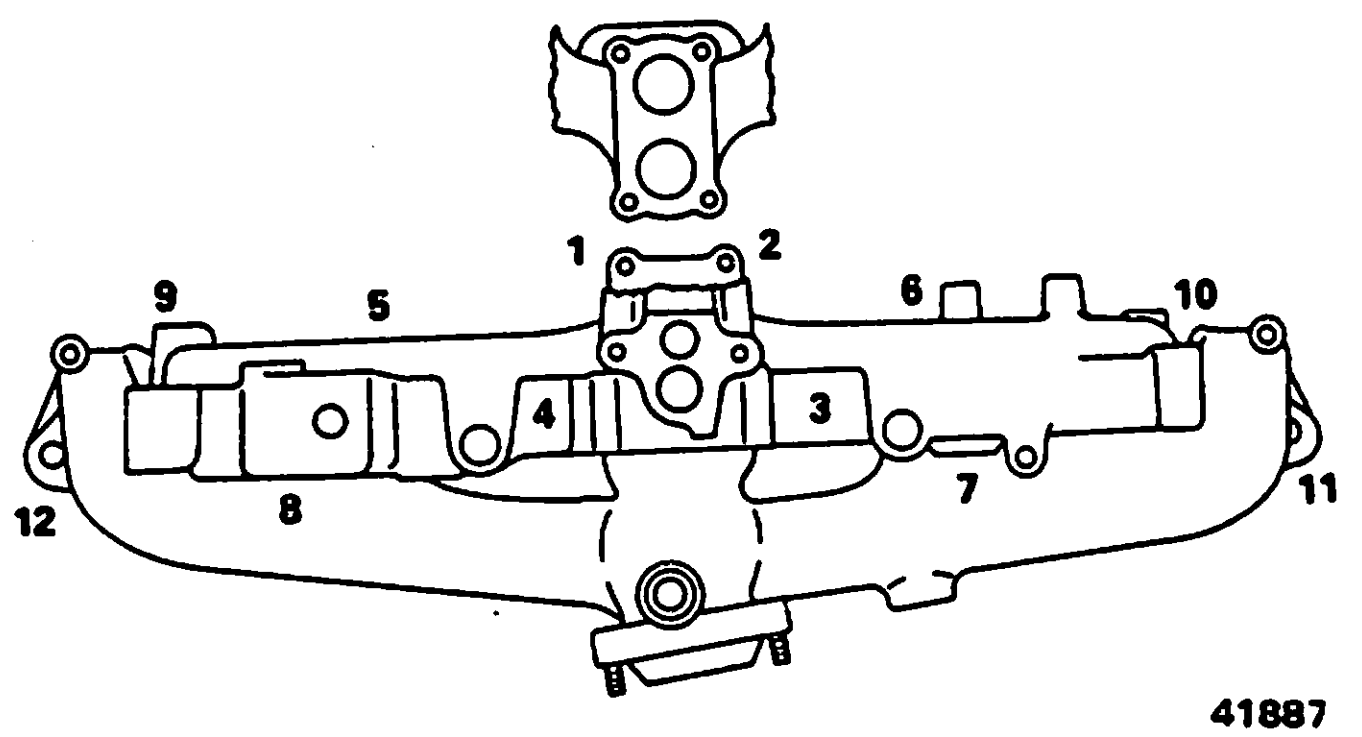

Fig. 1B-68 Manifold Tightening Sequence
(3) Loosely connect EGR tube to intake manifold.
(4) Position intake manifold gasket over dowels and flush against head.
(5) Position intake manifold over dowels and flush against gasket. Loosely connect EGR tube to exhaust manifold.
(6) Secure intake manifold to head at positions 3 and 4 (fig. 1B-68). Tighten bolts with 23 foot-pounds (31 Nm) torque.
(7) Install remaining bolts at positions 5 through 10 and nuts at positions 11 and 12 (fig. 1B-68).
(8) Tighten bolts and nuts according to sequence depicted in figure 1B-68 with 23 foot-pounds (31 N•m) torque.
(9) Tighten EGR tube fitting with 30 foot-pounds (41 N•m) torque.